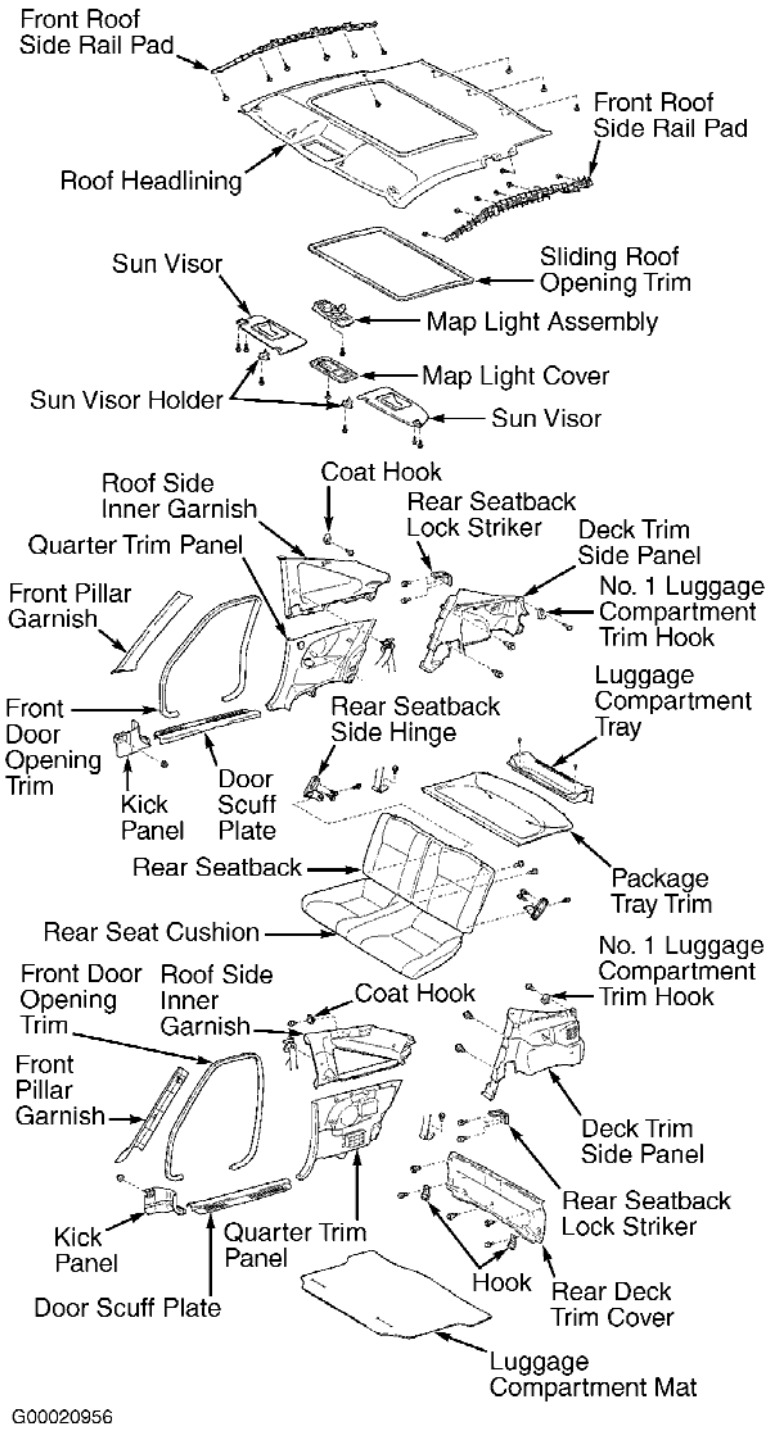

Fig. 46: Removing Headlining (2000 Celica)
1. Close sun roof. Turn ignition off. Remove door scuff plates. See **Fig. 46** . Remove package tray trim. Remove 4 bolts and rear seatback. Remove rear seat cushion. Remove side and center hinges. Remove seatback lock striker. Remove luggage compartment tray. Remove luggage compartment mat. Remove 2 bolts, 2 hooks, 3 clips and rear deck trim cover.